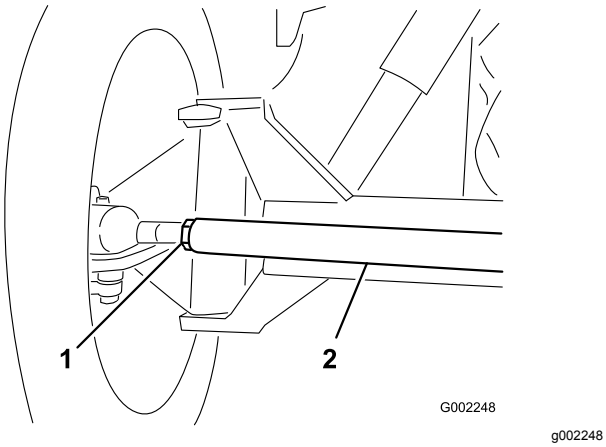

Figuur 84
3. Als deze afstand buiten het gespecificeerde bereik valt, moet u de contramoeren aan beide uiteinden van de trekstang losdraaien (Figuur 84).